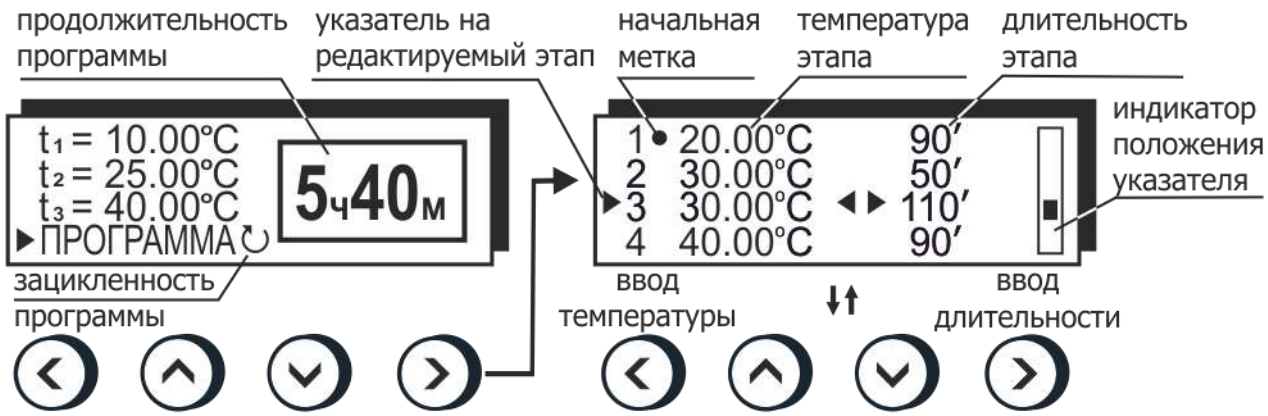

Рисунок 20 — Редактирование программы
- кнопками (▲) и (▼) установить номер стартового этапа, он будет отмечен меткой ● в редакторе программы (рисунок 20);